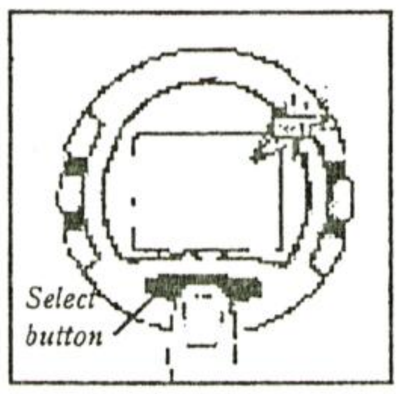

Fig. 2
2. To display KM/H or MPH, press the red Select button (Fig. 2). To select a value, hold Select button for 3 seconds.